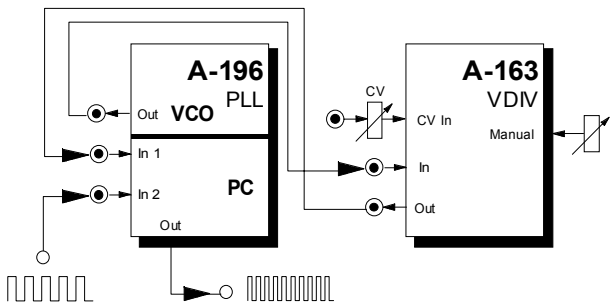

Abb. 2: Frequenz-Vervielfachung mit A-163
Hierzu wird der Ausgang des internen VCOs einem Frequenzteiler (z.B. A-163, A-160, A-161) zugeführt und dessen Ausgang mit dem Eingang ❸ des Phasenkomparators verbunden (s. Abb. 2). Hierdurch schwingt sich der interne VCO auf ein Vielfaches der Frequenz des extern zugeführten Signals ein. Für diese Anwendung ist PC2 am besten geeignet, da er nicht auf harmonische einrastet.